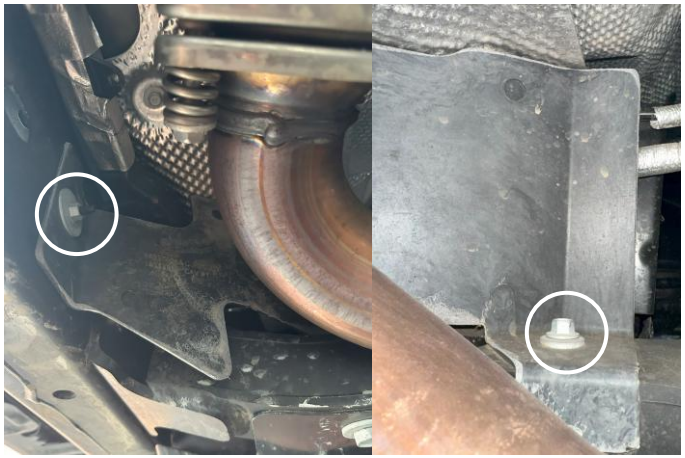

Figure 13: Fuel-line shield bolts (passenger side)
- ❑ Remove the plastic fuel-line shield on the passenger side (Figure 13). If you have already installed the Front Long Arm Upgrade Kit, this shield will not be present. It will not be reused once the upgrade kit is installed